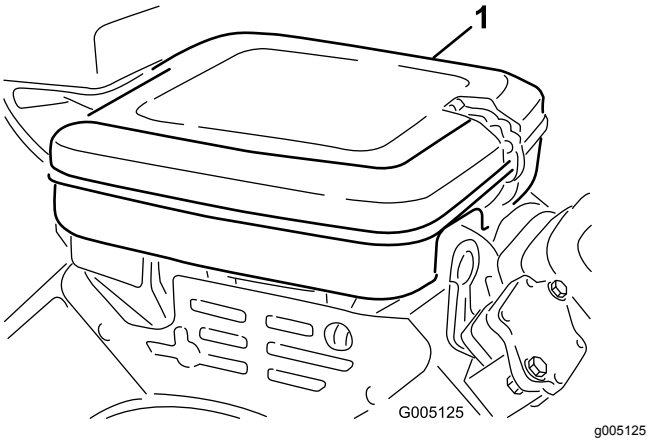

Figur 39
1. Rengør luftfilterdækslet (Figur 39).